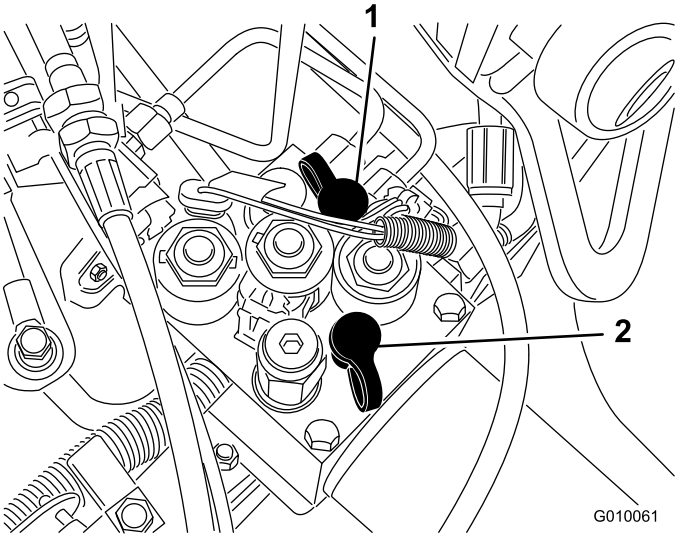

Figur 60
- Testport G 2 (Figur 60) benyttes til at hjælpe ved fejlfinding i traktionsladekredsløbet.
- Testport G 1 (Figur 60) benyttes til at hjælpe ved fejlfinding vedr. trykket i løftekredsløbet.